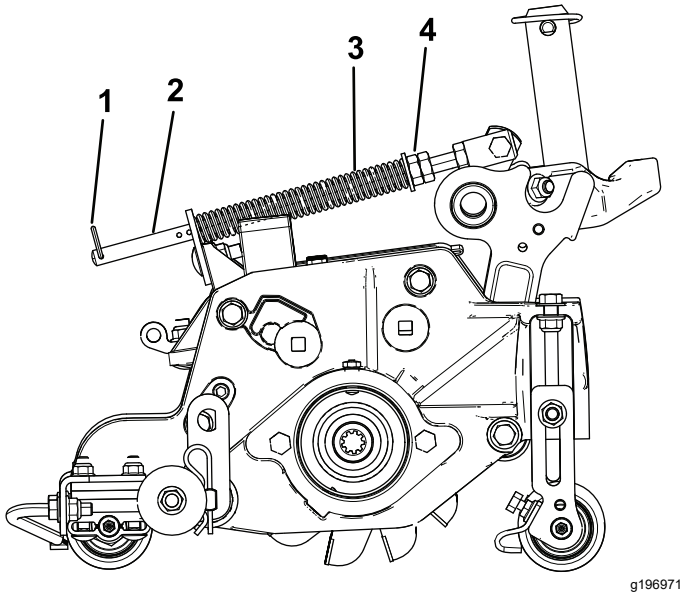

Figura 14
1. Certifique-se de que o contrapino do gancho está instalado no orifício traseiro na haste da mola (Figura 14).
2. Aperte as porcas sextavadas na extremidade dianteira da haste da mola até que o comprimento da mola em compressão seja de 15,9 cm (Figura 14).